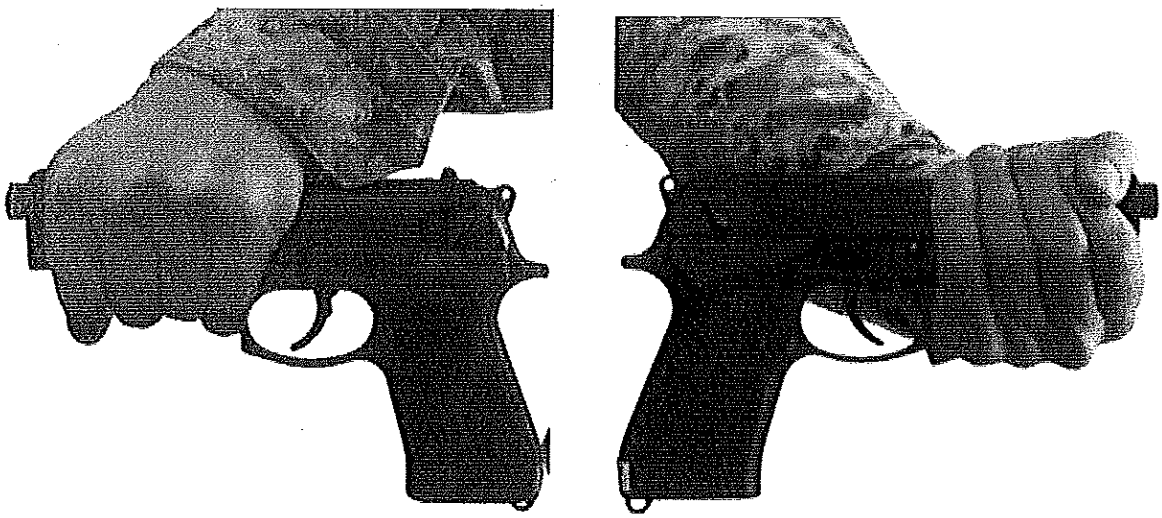

Figure 2-23. Condition Unknown Transfer.
3. With the muzzle pointed up at a 45-degree angle in a safe direction, hand the pistol to the other Marine, grip first (see fig. 2-23 on page 60):